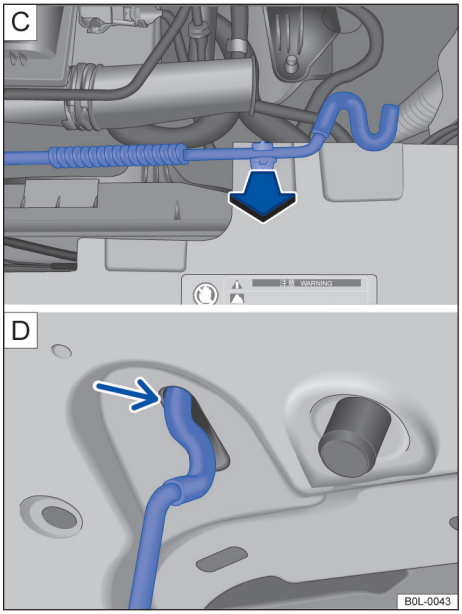

图 128 [C] 发动机舱内：支架中的发动机舱盖支撑杆；[D] 发动机舱盖上：发动机舱盖支撑杆的支座
– 将发动机舱盖支撑杆沿箭头方向从支座中取出 →图 128 [C]，然后插入发动机舱盖上的开口内 →图 128[D]（箭头）。
– 摘下发动机舱盖支撑杆，然后卡入前围支架中的支座内 →图 128 [C]。